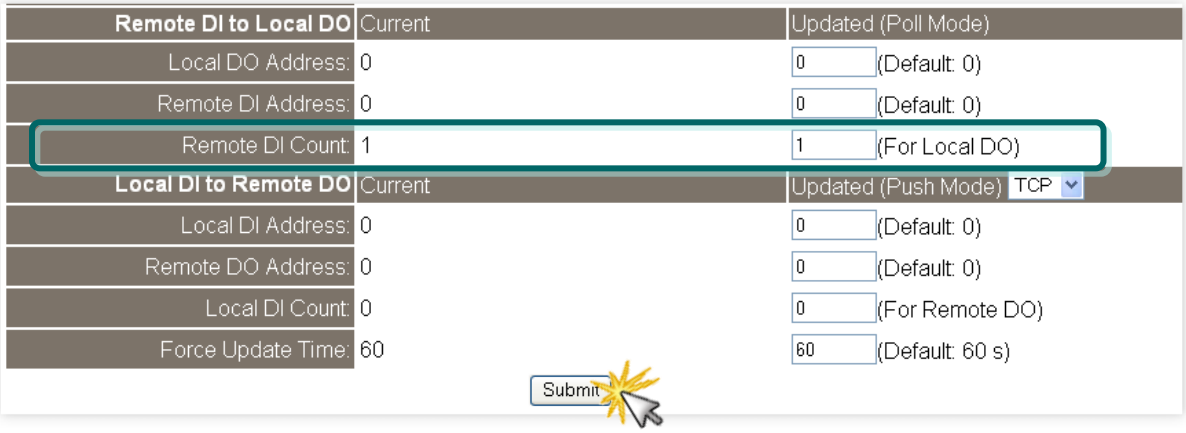

Figure 5-7
*For example, we set **"1"** in the **"Remote DI Count"** field. This means the **DI x1 of tET/tPET #1** are mapped to **DO x1 of tET/tPET #2,** Refer to **Figures 5-7** for illustrations.*